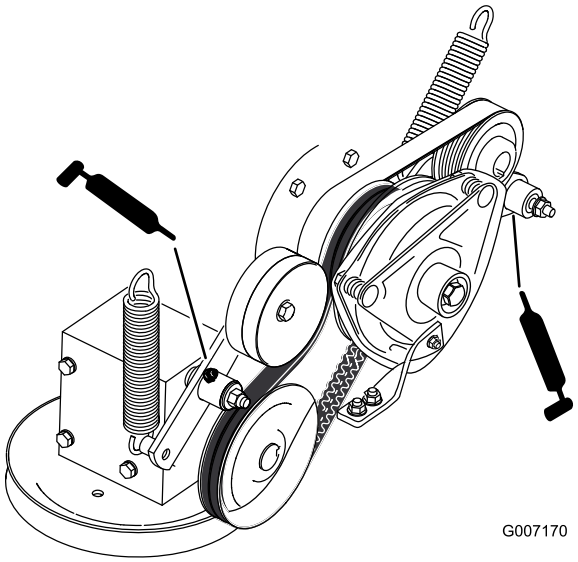

Rysunek 38
7. Nasmaruj ramię koła pasowego luźnego napędu WOM (Rysunek 38).
8. Nasmaruj ramię koła pasowego luźnego pompy (Rysunek 38).